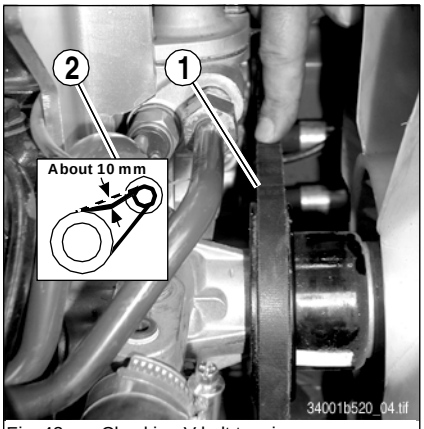

Fig. 43: Checking V-belt tension
- Use a suitable tool to push the alternator in the direction of arrow **A** until the correct V-belt tension is obtained (fig. 43)